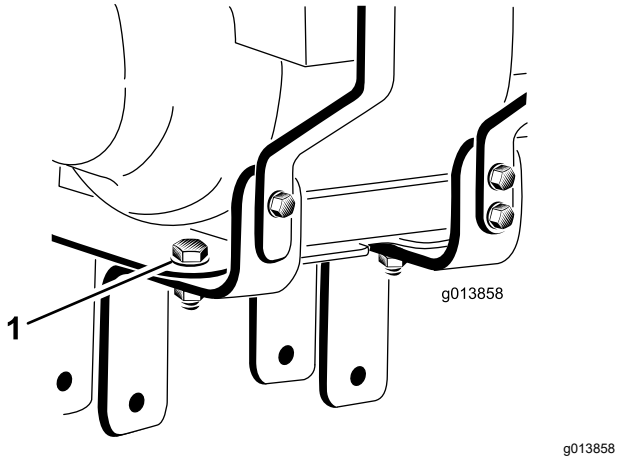

Figur 3
3. Skruva loss de två skruvar och muttrar som fäster motorns monteringsfästen vid motorns fästplatta, men ta inte bort dem (Figur 3).